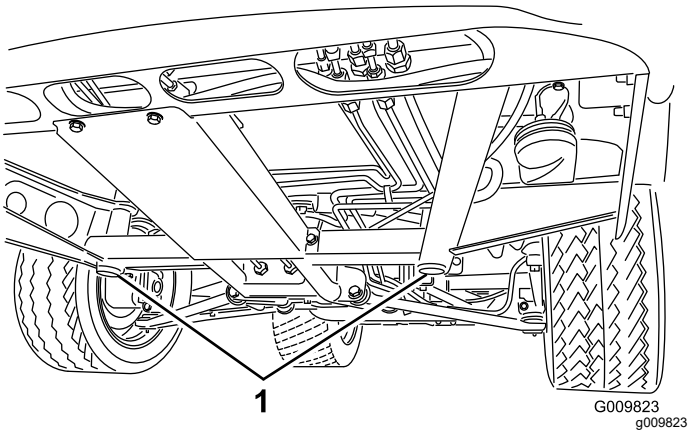
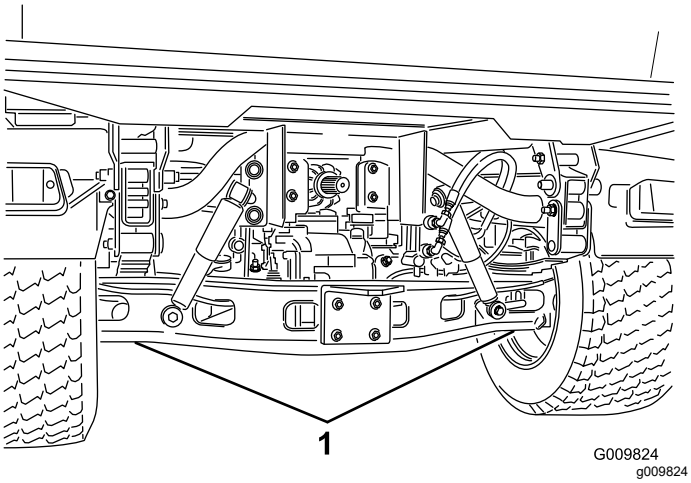

Figur 37
Figur 38
- Domkraftspunkten framtill på maskinen sitter under den främre centrumramen (Figur 37) och baktill sitter den under axeln (Figur 38).